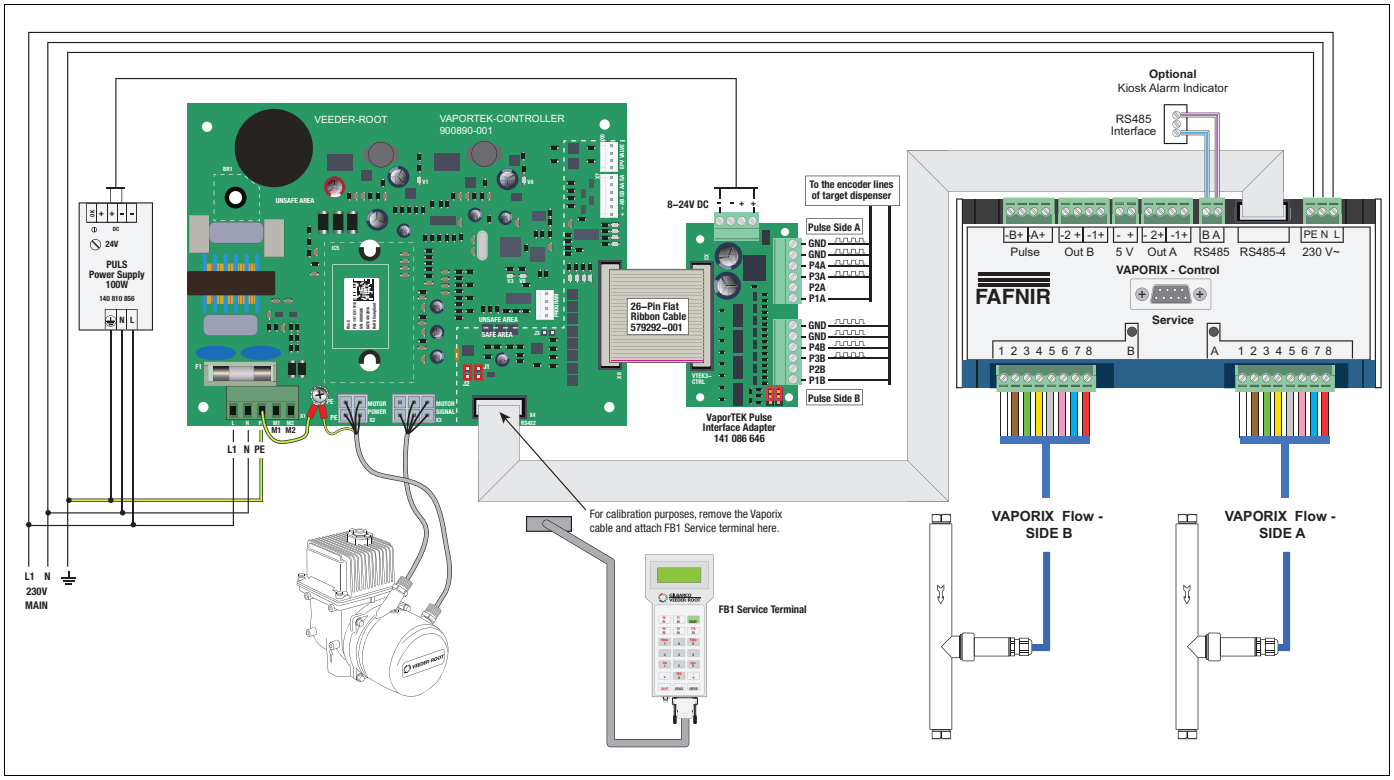

Figure 17. VaporTEK System - Liquid Pulse Signal Input and Monitoring
b. Connect the pulse signal to the VaporTEK Pulse Interface using the 24AWG, 8 conductor signal cables included in the Kit. (Note: 2 conductors used per pulse signal input, see wiring diagram in Figure 17.